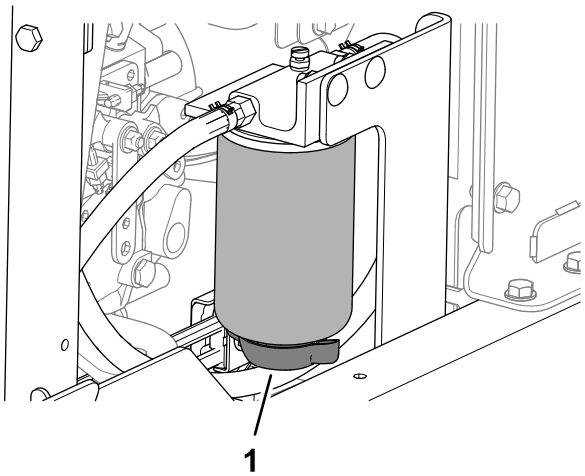

Figura 115
3. Aezai o tavă de golire sub robinetul de evacuare al separatorului de apă/combustibil (Figura 115).